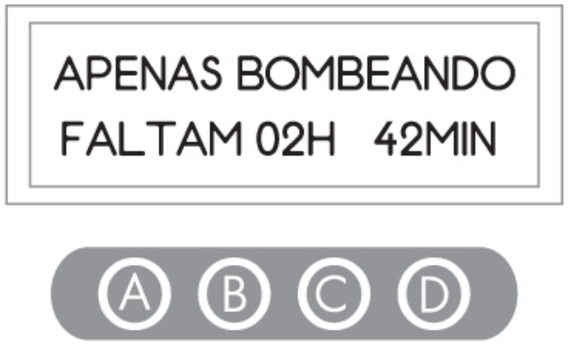

figura 32
- **'Apenas bombeando'**, conforme **figura 32**, indicando: